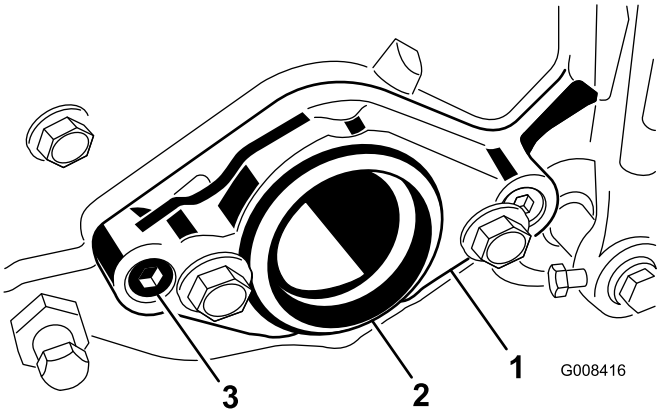

Figur 3
6. Ta bort de två insexskruvar som fäster motorfästet vid klippenhetens högra ände och motorfästet (Figur 3).